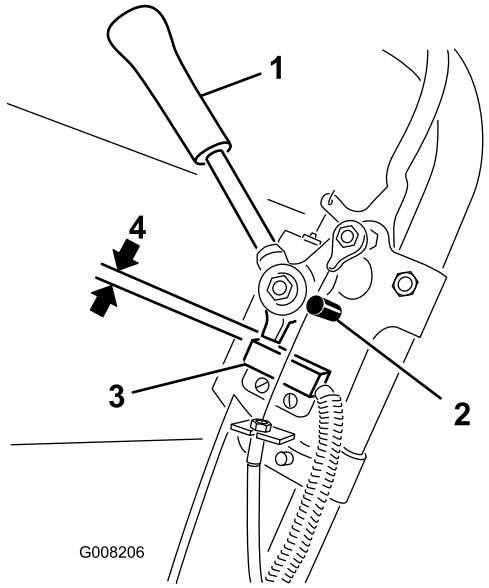

Figur 26
1. Sørg for, at motoren er slukket og at traktionshåndtaget er udkoblet og har kontakt med neutralstoppet (Figur 26).
2. Løsn sikkerhedskontaktens fastgørelsesanordninger (Figur 26).
3. Placer et 0,8 mm tykt afstandsstykke mellem traktionshåndtaget og sikkerhedskontakten (Figur 26).